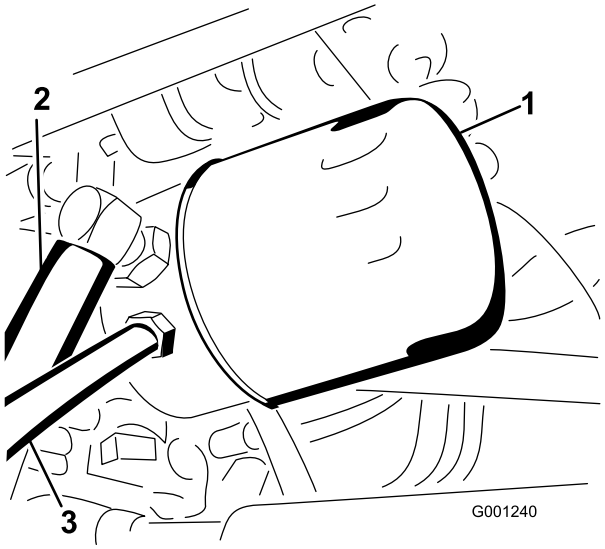

Figur 71
4. Rengör området runt hydrauloljefiltret och ta loss filtret (Figur 71).